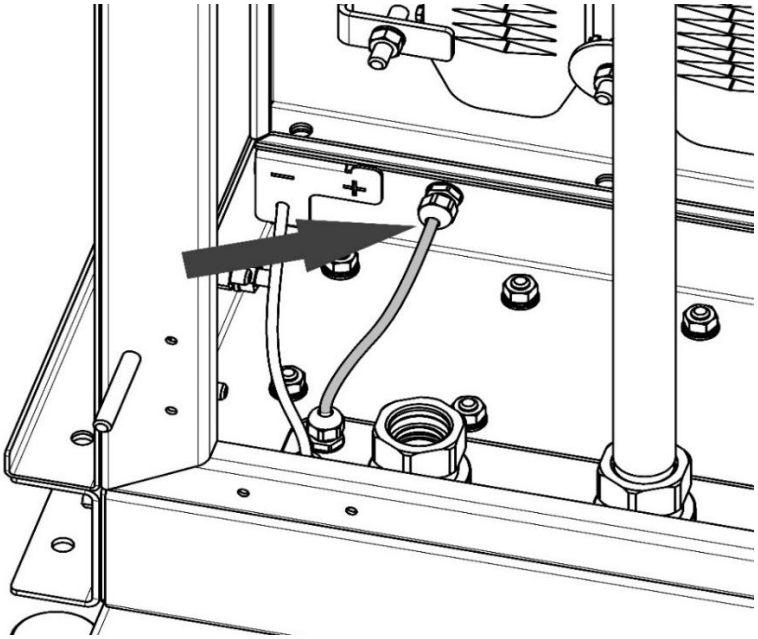

Рисунок 13
5.3.10 Подсоединить пневмотрубку системы регенерации к соединителю, расположенному на внутренней перегородке фильтровального модуля (рисунок 13). Затянуть гайку, чтобы обжать трубку.